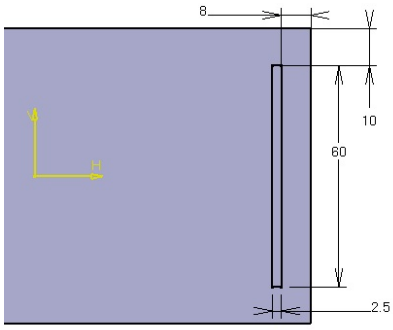

Figure 15-150 *Sketch of the louver stamp*
c. Create the louver feature and then pattern it, refer to Figures 15-150 through 15-152.
2. Draw the sketch for the louver feature, as shown in Figure 15-150, and then exit the **Sketcher** workbench.